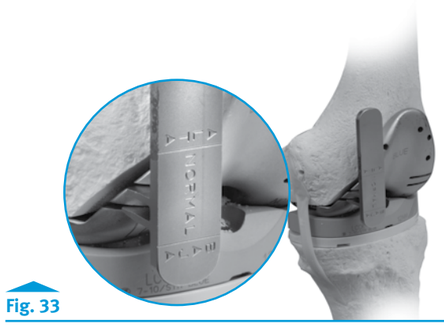

Fig. 33
- If desired, assess the position of the patella by inserting the tabs of the Patella Joint Line Gauge into the two distal slots on the anterior flange of the Femoral Provisional/Cutting Guide, and ensure that the inferior pole of the Patellar Provisional or unresurfaced patella falls between the two “Normal” marks on the gauge **(Fig. 33)**.